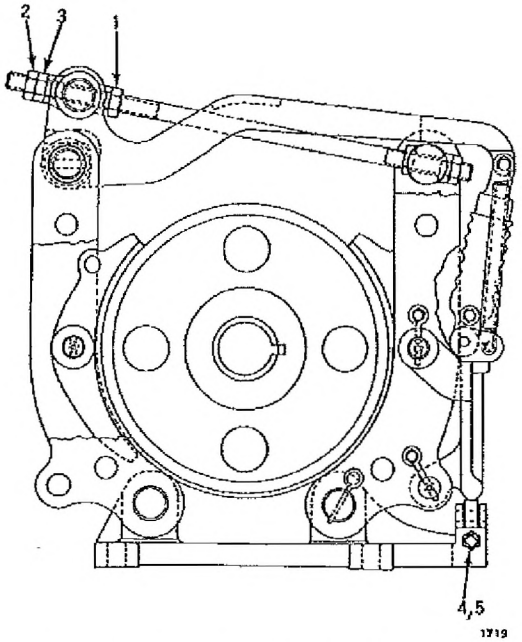

Figure 9-5. CH Shoe Brake Adjustment
1. Remove nuts (2 and 3, Figure 9-5), swing the brake jaws outward, and disengage torque rod (6).